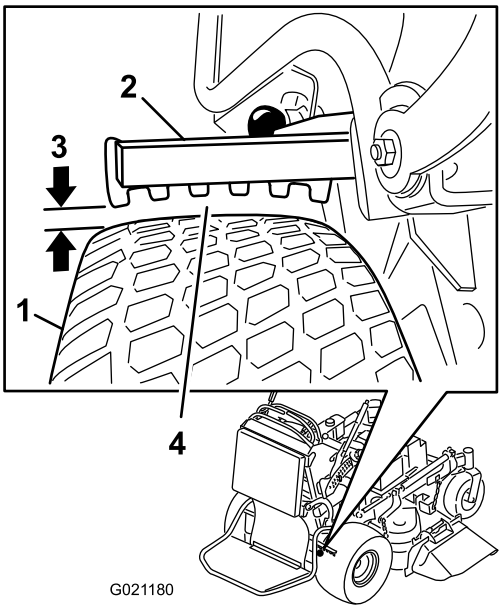

Figur 61
6. Tag udgangspunkt i den side med mindst afstand, og sørg for, at afstanden er mellem 3 og 6 mm (Figur 61). Se Justering af bremserne (side 45), når justering bliver nødvendig.
5. Juster gaflen. Afstanden mellem bremsebøjlen og dækket skal være mellem 3 og 6 mm. Drej gaflen op for at stramme bremsen. Drej gaflen ned for at løsne bremsen (Figur 61).